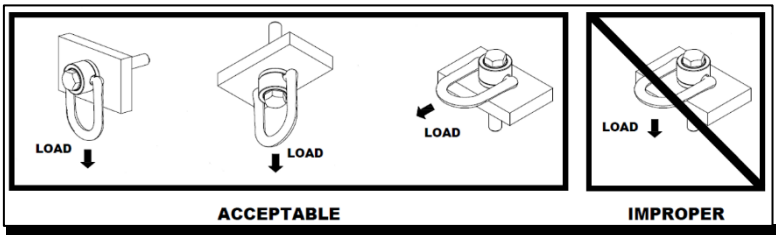

Figure 1: Proper Loading Diagram
3.2 PERMISSABLE DIRECTIONS OF LOADING: The anchorage connector may not be subject to forces outside of allowable range shown in Figure 1.